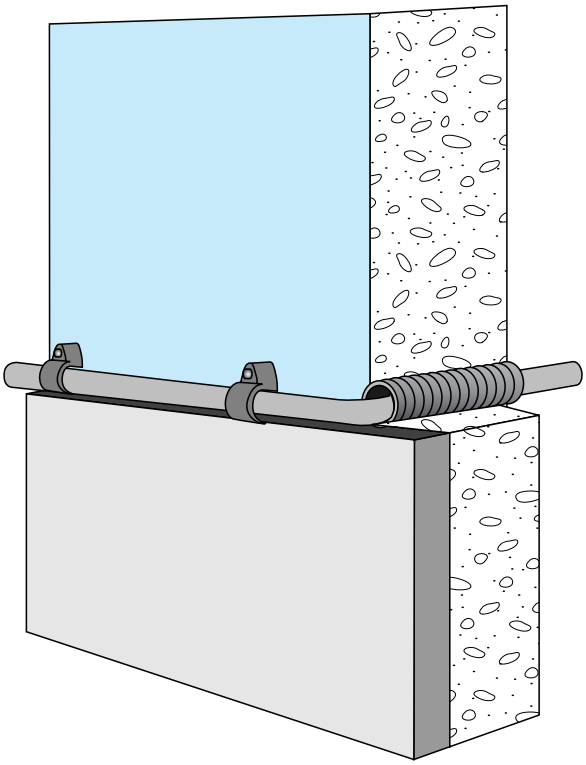

Figure 205 : Traversée des parois
- pour la traversée d'une paroi (figure 205), protégez le câble sur tout le passage avec un morceau de gaine ;